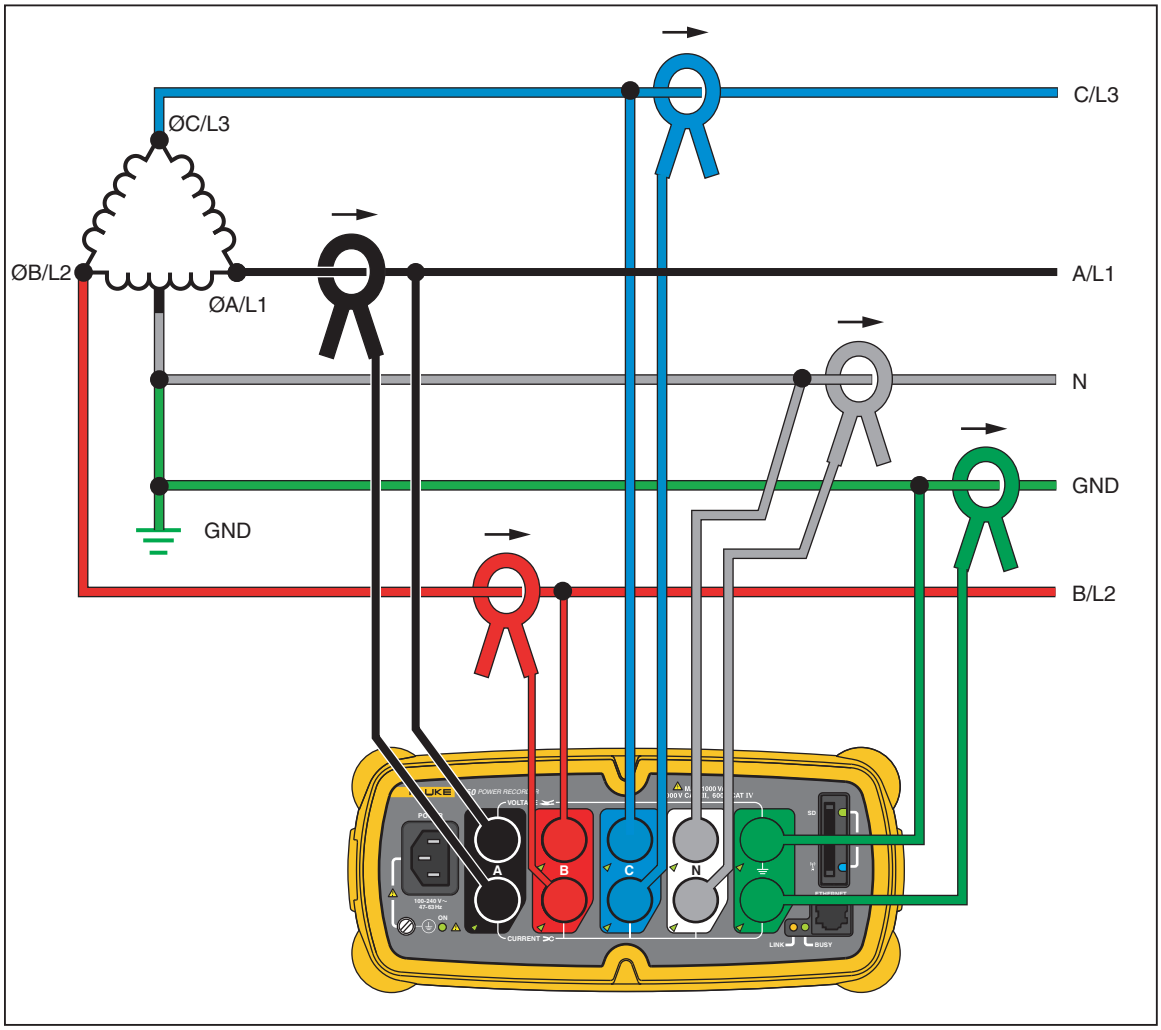

Figure 10. Three-Phase High Leg
- Three-Phase High Leg (Figure 10)